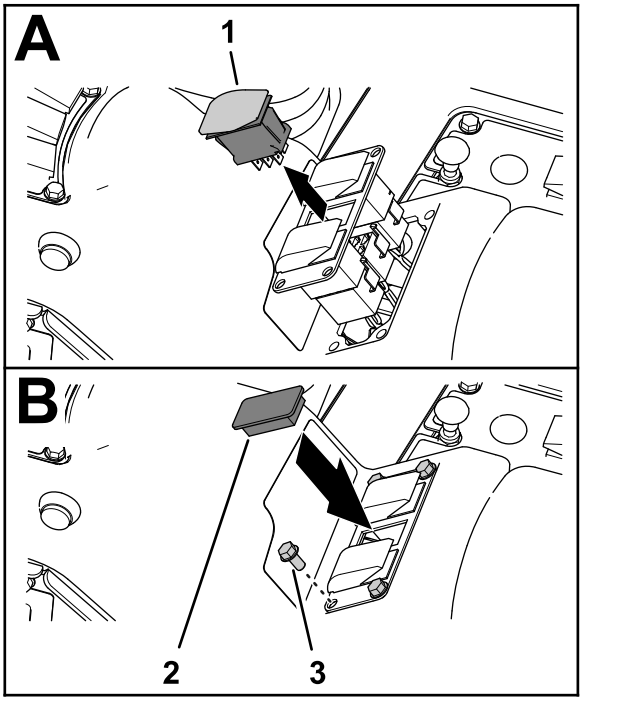

Figur 32
2. Klem sammen låsetappene for mengderegulatorbryteren, og skyv bryteren opp og ut av trebryterpanelet (Figur 32).
5. Monter trebryterpanelet til kontrollkonsollen (Figur 32) med de fire flenshodeskruene (1/4 x 1/2 tomme) som du fjernet i trinn 1.